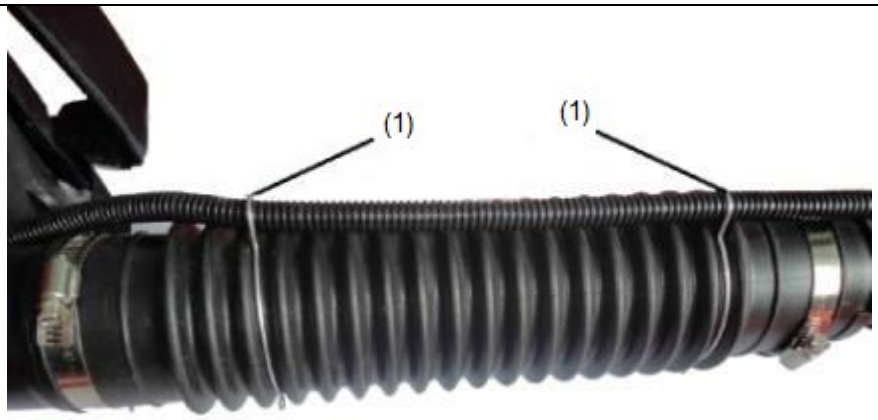

Abb. 5/6
4. Befestigen Sie die Clips der Drosselklappenverbindung (**1,** Abb. 5/6) an beiden Enden des flexiblen Rohres, um das Drosselklappenkabel zu sichern.